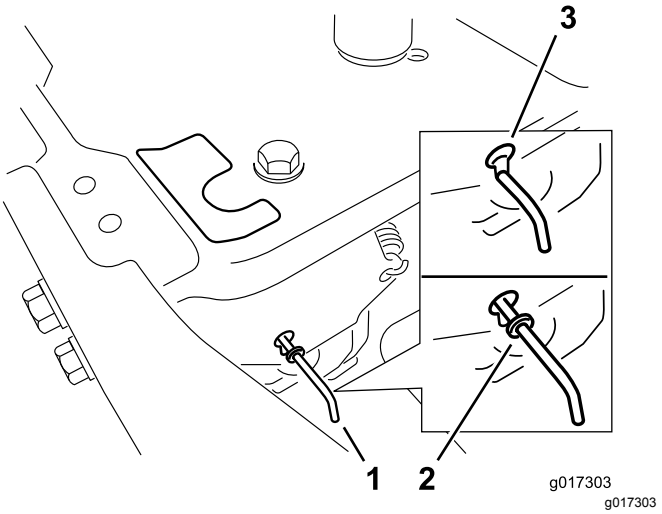

Figur 19
4. Flyt omløbshåndtagene fremad gennem nøglehullet og nedad for at låse dem på plads (Figur 19).
Flyt omløbshåndtagene bagud gennem nøglehullet og nedad for at låse dem på plads, som vist i Figur 19.